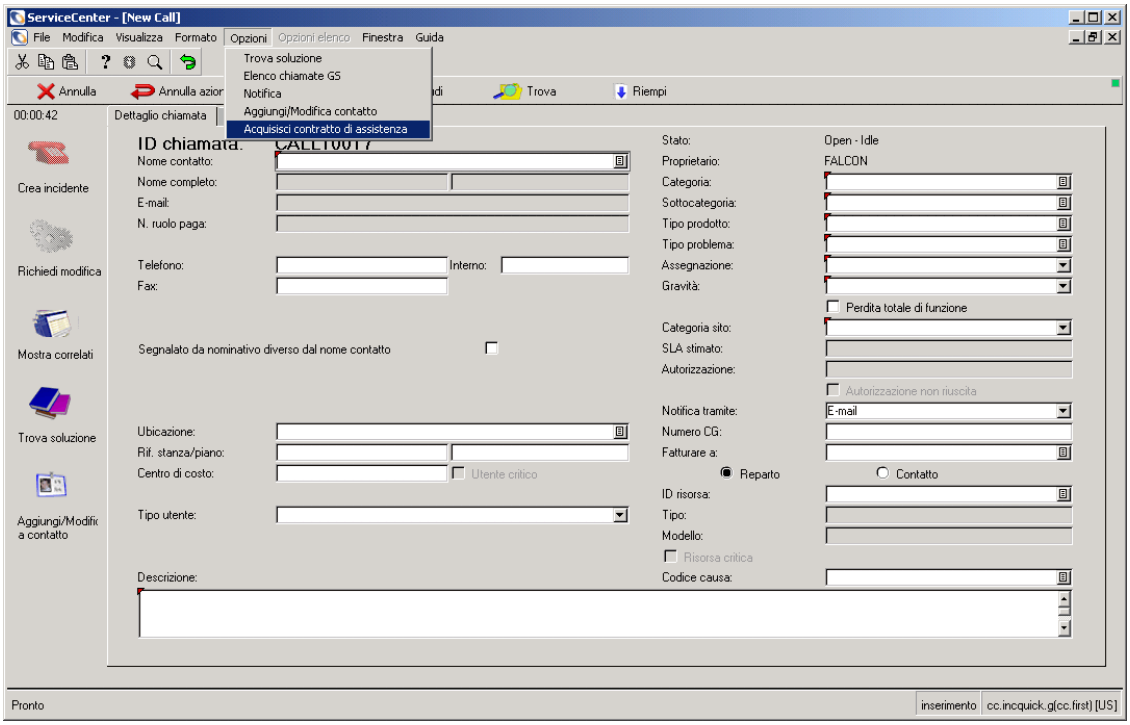

Figura 9-54: Nuovo report di chiamata
3. Scegliere **Opzioni** > **Acquisisci contratto di assistenza**, come mostrato nella Figura 9-54.